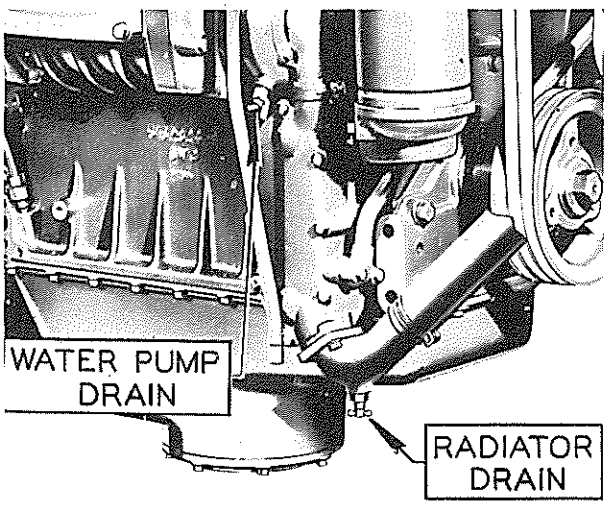

FIG. 2
7. Drain cooling system by opening the two drain cocks. Fig. 2.
19. Remove 2 capscrews holding lower water connection to oil cooler. Fig. 2.